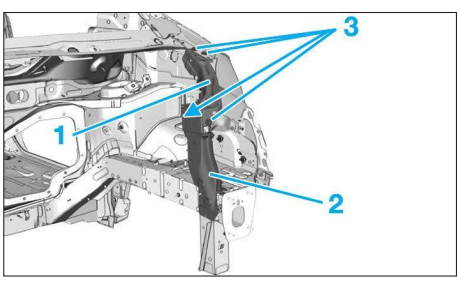

**FIG. 17**
• Poser la demi-façade de bloc avant (1) **(Fig.17)**
• Poser la demi-façade bloc avant assemblée (2).
• Contrôler l'ajustage de la demi-façade bloc avant assemblé avec les vis (3).